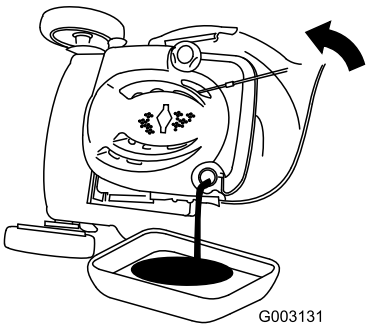

Figur 38
3. Tippa gräsklipparen på sidan (med luftfiltret uppåt) för att tömma ut den använda oljan genom påfyllningsröret (Figur 38).